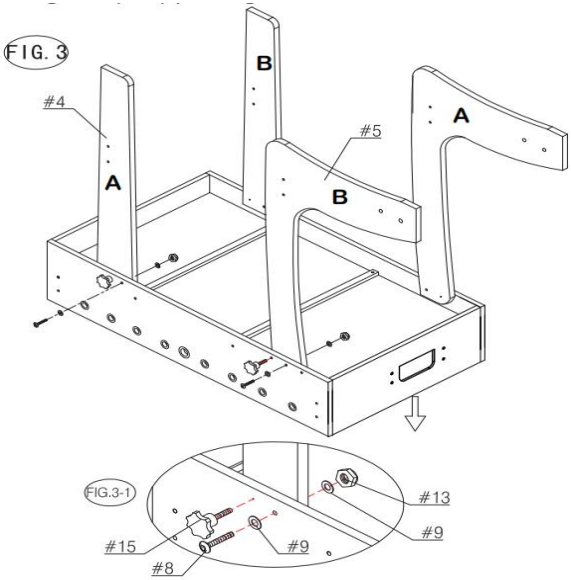

FIG.4.
8) Attach the three EnHeg Braces(#6)to the Legs (#4 &#5) using Washer Head Scen (#10).See FIG.4.